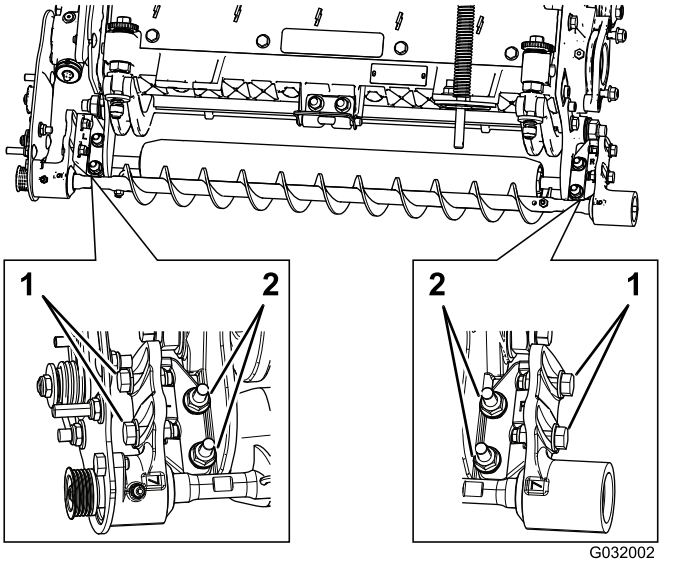

Figur 13
A. Lossa de två flänslåsmuttrarna som håller fast rullborstens monteringsfäste på klippenhetens sidoplåt (Figur 13).
B. Vrid rullborstens lagerhus tills borstplåten är parallell med klippenhetens sidoplåt (Figur 13).
C. Dra åt de två flänslåsmuttrarna som håller fast rullborstens monteringsfäste på klippenhetens sidoplåt (Figur 13).
1. Lossa de två skruvar som fäster rullborstens lagerhus vid rullborstens monteringsfäste (Figur 13).